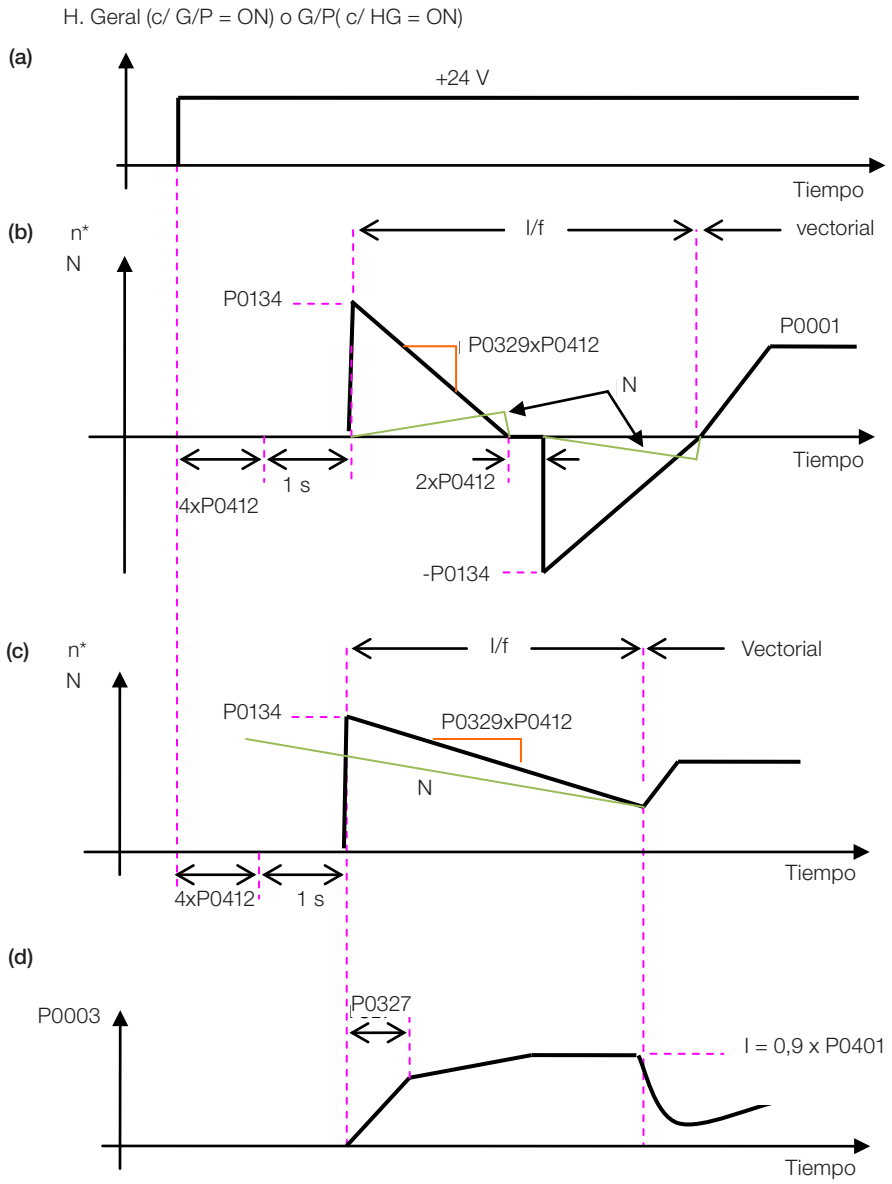

Figura 14.3: *(a) a (d) - Influencia de P0327 y P0329 durante el Flying Start (P0202 = 4)*
El comportamiento de la Función Flying Start (FS) en el modo sensorless durante la aceleración y la reaceleración puede ser comprendido a partir de la Figura 14.3 en la página 14-8.
En la Figura 14.3 en la página 14-8 es presentado el comportamiento de la referencia de velocidad cuando la función FS es iniciada con eje del motor parado y P0329 pequeño (no optimizado).
En la Figura 14.3 en la página 14-8 muestra la referencia de velocidad cuando la función FS se inicia con el eje del motor girando en el sentido deseado o con el eje parado y P0329 ya optimizado.